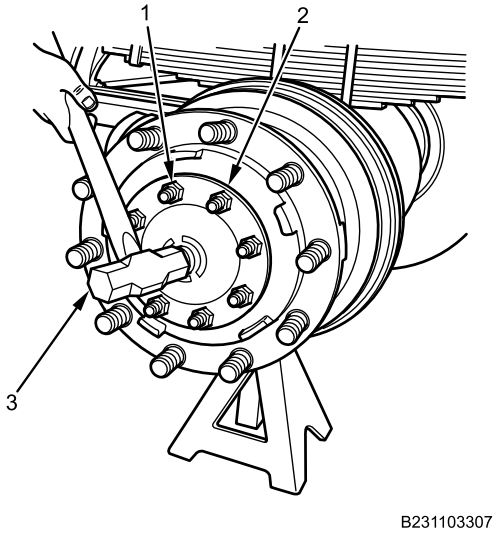

Figure 1. Rear Axle Shaft.
2. Remove eight locknuts (Figure 1, Item 1) from rear axle shaft (Figure 1, Item 2). Discard locknuts.
3. Using sledge hammer (Figure 1, Item 3), strike center of rear axle shaft to loosen rear axle shaft from hub assembly.